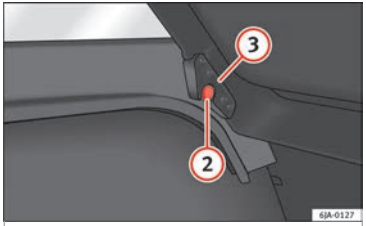

Fig. 167 Remove the shelf.
– Adjust the shelf supports (3) ››› Fig. 167 to fit the supports (2) in the trim.
– Attach the straps (1) to the tray.
- **The shelf supports (3) ››› Fig. 167 must be securely in place in the trim supports (2).**